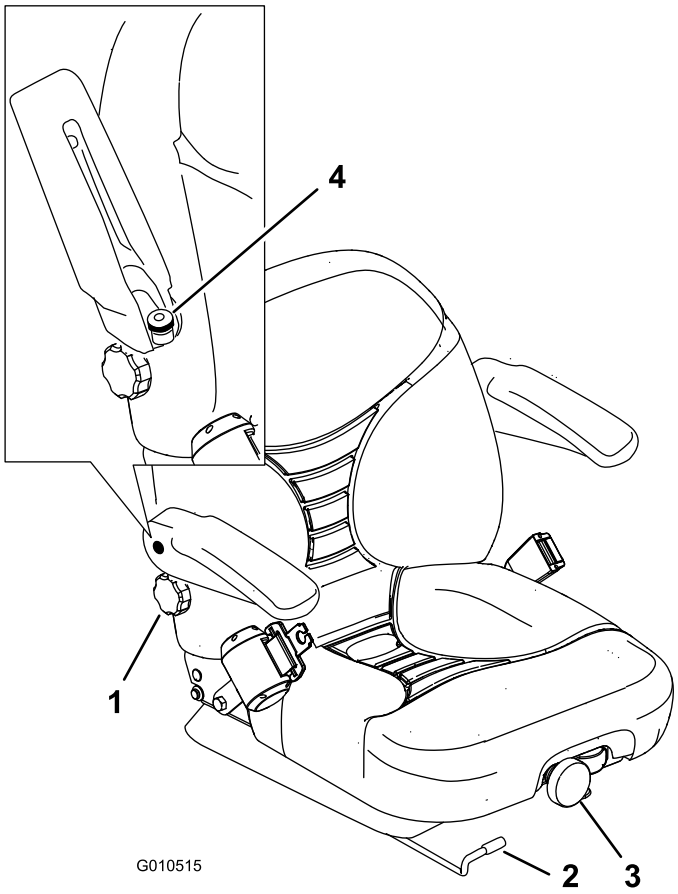

Figur 30
1. För spaken i sidled för att låsa upp sätet och justera det (Figur 30).
Justera genom att vrida ratten i endera riktningen för att uppnå bästa bekvämlighet (Figur 30).
Justera genom att vrida ratten under det högra armstödet i endera riktningen för att uppnå bästa bekvämlighet (Figur 30).
Justera armstödet genom att höja upp det och vrida ratten i endera riktningen för att få det så bekvämt som möjligt (Figur 30).